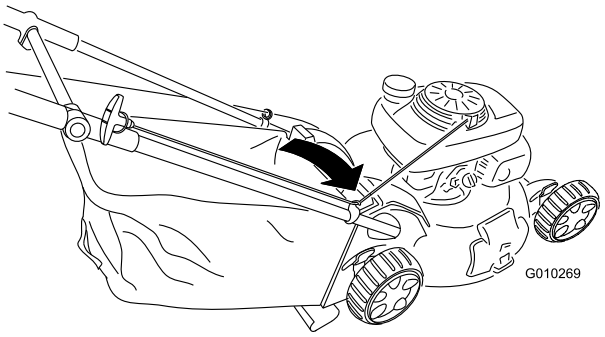

Figur 28
1. Før startsnoren rundt den nedre snorføreren (Figur 28).